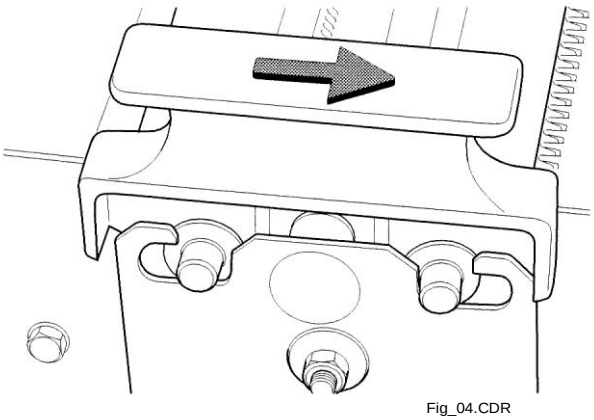

Рис. 4
- Аккуратно поместите верхние решетки обратно на соответствующие нижние решетки. Стрелка указывает направление движения пленки (рис. 4).